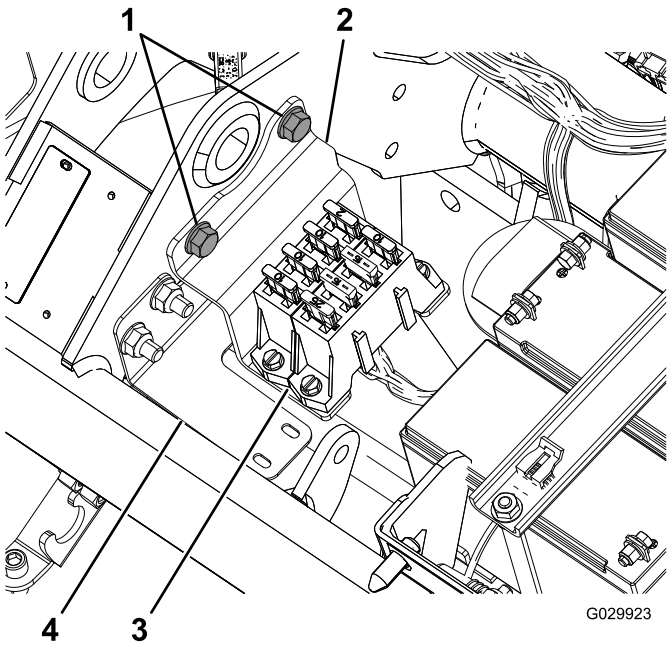

Figura 2
8. Retire el soporte de montaje que sujeta el bloque de fusibles debajo del asiento (Figura 2).
Nota: Siga el perfil del soporte de arnés; consulte Figura 2.